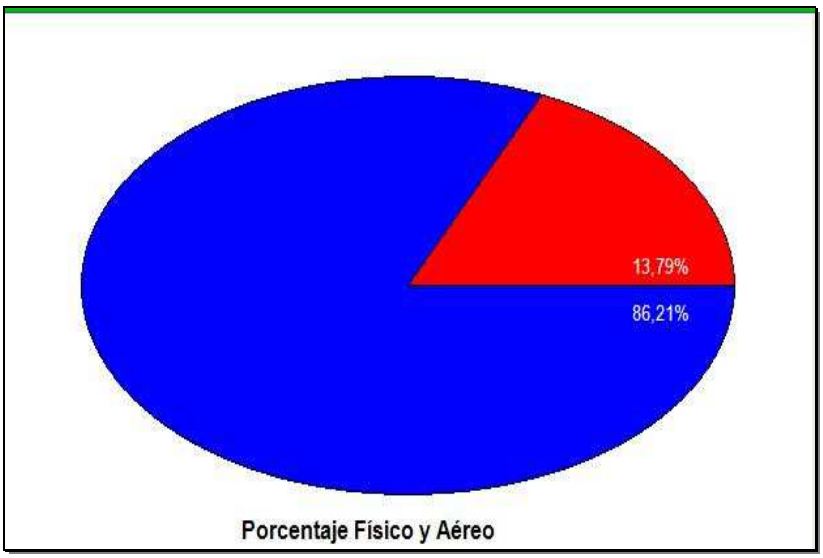

Figura 25: Gráfico de porcentaje físico y aéreo.
E. PORCENTAJES DE HILOS FÍSICOS Y AÉREOS: Muestra el Porcentaje de Hilo Físico y Aéreo del trazado (Figura 25). Permite visualizar un gráfico de torta con los porcentajes de material físico (en azul) y aéreo (en rojo).